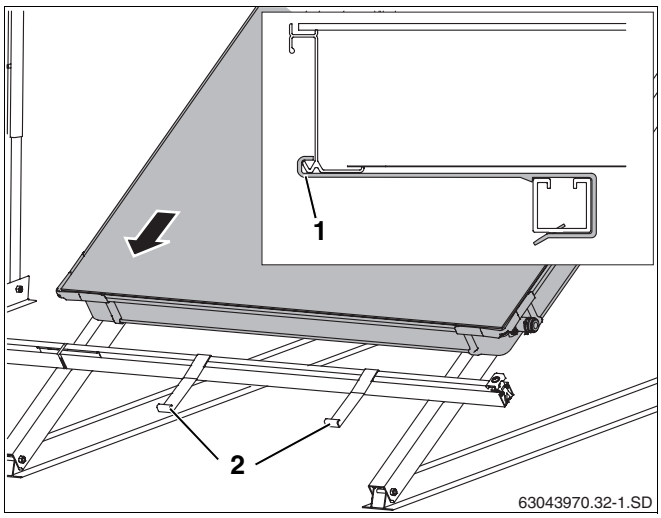

Abb. 45 Ersten Kollektor auf die Profilschienen legen
- Den ersten Kollektor auf die Profilschienen legen und in die Abrutschsicherungen (Abb. 45, **Pos. 2**) gleiten lassen (Abb. 45).
Die untere Kollektorkante muss in der Öffnung der Abrutschsicherung liegen (Abb. 45, **Pos. 1**).